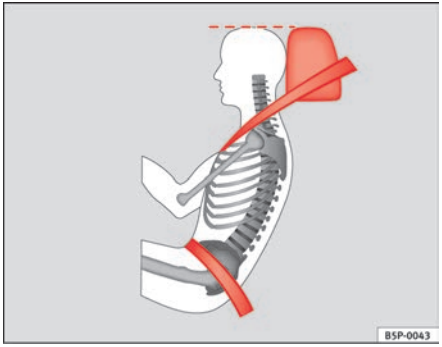

Fig. 14 Correct belt web and head restraint positions, viewed from side
- **The lap part of the seat belt must lie across the pelvis, never across the stomach. The seat belt must lie flat and snugly on the pelvis ⇒ page 24, fig. 14. Pull the belt tight if necessary to take up any slack.**